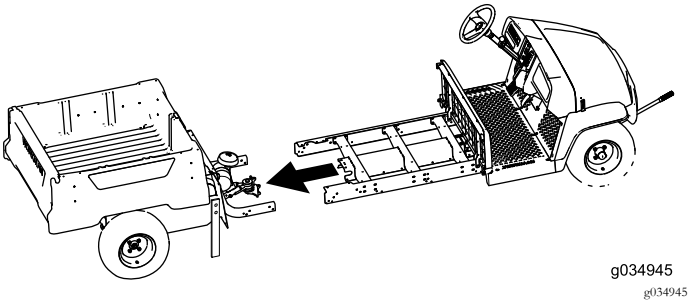

Figuur 27
7. Plaats samen met een andere persoon het voorste gedeelte van de machine tegen het achterste (Figuur 27).